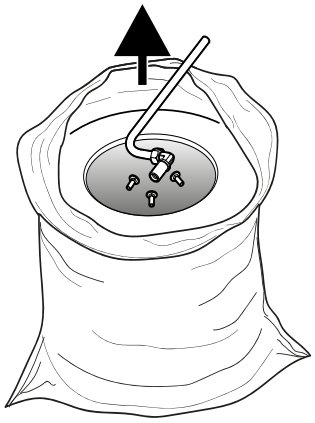

Fig. 22
10. Flachrundschrauben und Luftleitung aus der Filterpatrone herausnehmen, **Fig. 22**, zur Wiedermontage am neuen Patronenfilter aufbewahren.